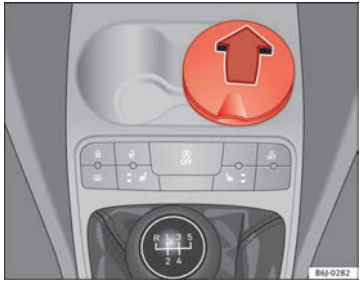

Fig. 85 Ashtray
– To open the ashtray, lift the cover ⇒ Fig. 85.